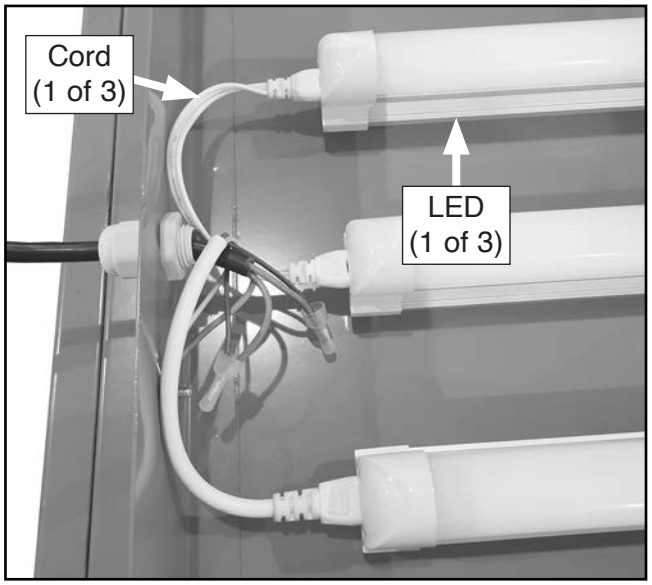

Figure 48. Cords attached to LEDs.
10. Disconnect any cords attached to LED you want to replace, and remove LED (see **Figure 48**).